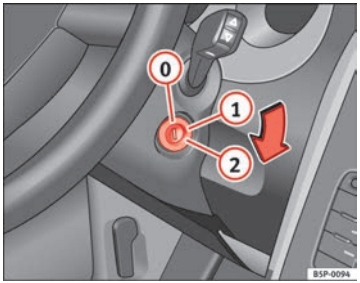

Fig. 136 Posizioni della chiave di accensione
In questa posizione ⇒ fig. 136 sia il motore che il quadro sono spenti e si può inserire il bloccasterzo.
– Girare la chiave fino alla posizione ⇒ fig. 136 (1). La spia ➰ si accenderà nel caso di preincandescenza del motore. ▶
– Quando la spia si spegne, mettere in moto girando la chiave nella posizione (2), senza dare gas.
– Girare la chiave fino alla posizione ⇒ fig. 136 (0).